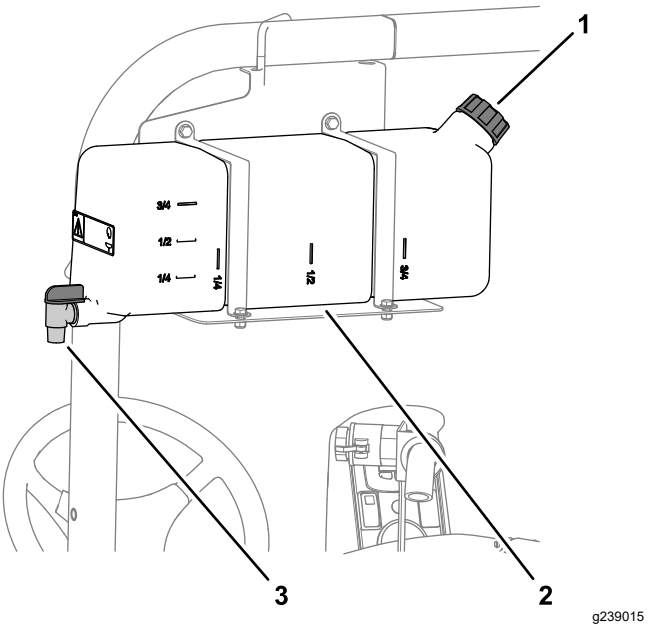

Figur 18
- Hvis du vil fylde tanken, skal du skrue dækslet øverst på tanken af, fylde tanken med rent vand og skrue dækslet på igen (Figur 18).
- Vandtankens taphane åbnes ved at dreje håndtaget på taphanen (Figur 18).